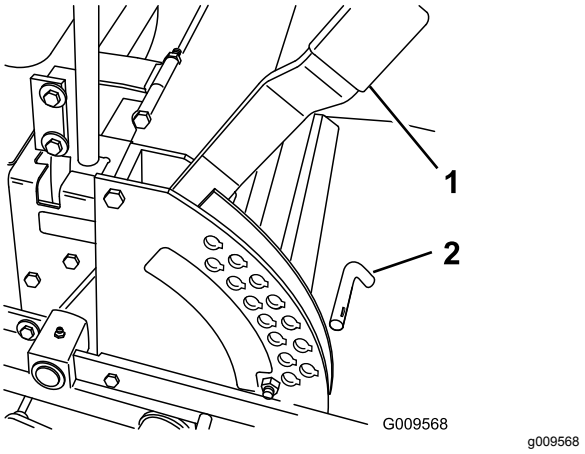

Figur 28
1. Hæv klippehøjdehåndtaget til positionen TRANSPORT (også 127 mm klippehøjdepositionen) (Figur 28).
2. Du kan justere klippehøjden ved at fjerne pinden fra klippehøjdebeslaget (Figur 28).
3. Vælg det hul i klippehøjdebeslaget, som svarer til den ønskede klippehøjde, og sæt pinden i (Figur 28).